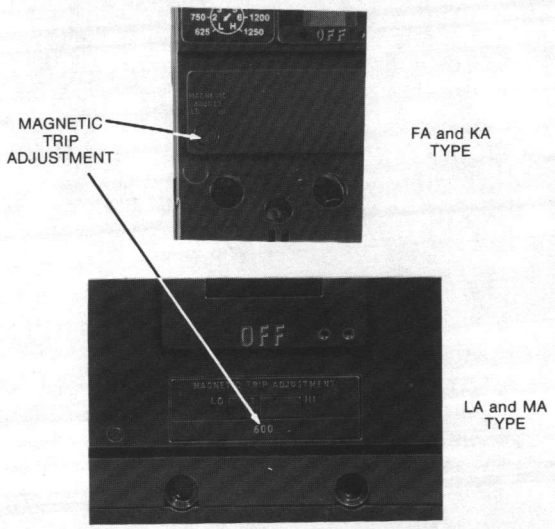

Figure 16
10. Factory installed molded case circuit breakers have an adjustable magnetic trip which is shipped on the "LO" setting. The markings between "LO" and "HI" settings represent a range of instantaneous magnetic trip values of five to ten times the circuit breaker's continuous current rating. Proper adjustment of this magnetic trip should be made to provide coordination operation during a fault. All poles are adjusted, using a screwdriver, by the single setting (See Figure 16).